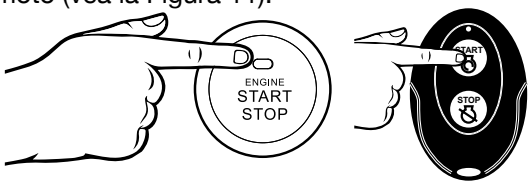

Figura 11 - Inicio de botón pulsador / inicio remoto
6. Mantenga presionado el botón de inicio durante 1 segundo y suéltelo o haga clic en INICIO en el control remoto (vea la Figura 11).